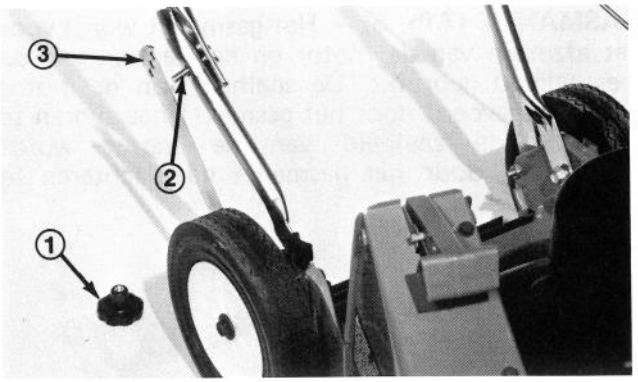

Afbeelding 2
2. Maak een knop los en verwijder de andere knop aan de tegenovergestelde kant. Plaats de schroefdraadnagels op dezelfde lijn met het gat in de handleklink (Afb. 2), druk de klink naar binnen en laat de klink over de nagel slippen.